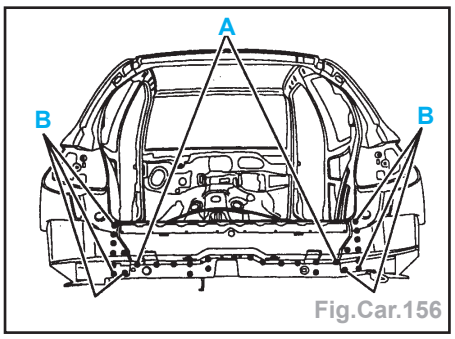

Fig.Car.156
- par points électriques (suivant **A**) (avec l'équipement BA1) (Fig.Car.156),